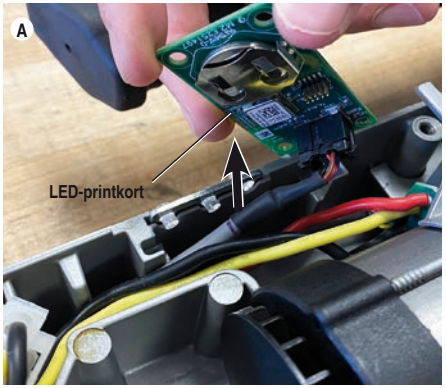
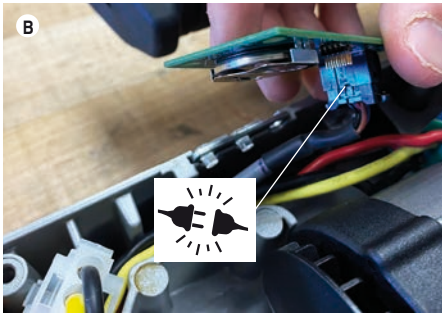

**Figur 3A – Løft af LED-printkortet**
**Figur 3B – Afmontering af LED-printkortet**
3. Løft LED-printkortet (se figur 3a), frakobl stikket (se figur 3B), og fjern LED-printkortet.